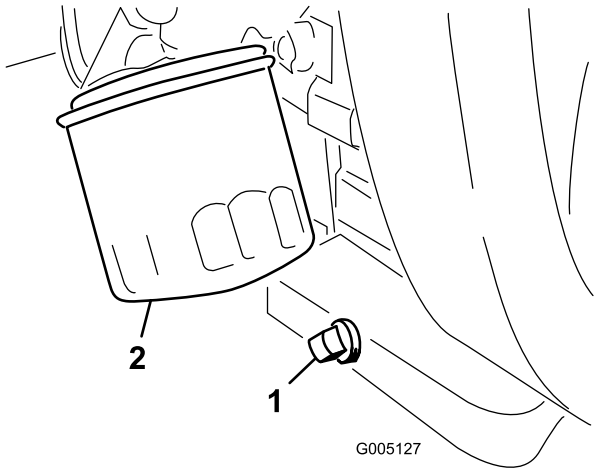

Figur 43
1. Fjern tappepluggen (Figur 43), og la oljen renne ned i et tappefat. Når oljen slutter å renne, setter du tappepluggen på igjen.
2. Ta av oljefilteret (Figur 43). Stryk et tynt lag med ren olje på den nye filterpakningen.